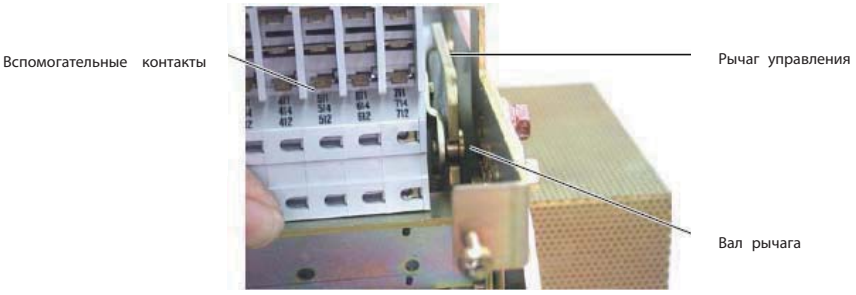

Рис. 84. Извлечение вспомогательных контактов
5) Когда рычаг управления находится в поднятом состоянии, приподнимите вспомогательные контакты, вытяните вал рычага из U-образного выреза, и извлеките вспомогательные контакты. См. рис. 84.